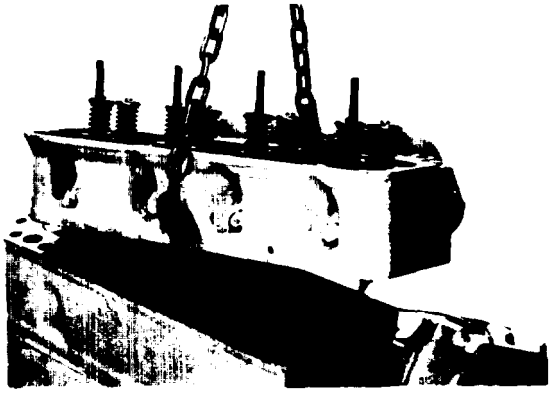

Figure 5-14. Cylinder Head Removal
1. Attach lifting eyes and remove cylinder head (with manifolds attached) from the cylinder block as shown in Figure 5-14.